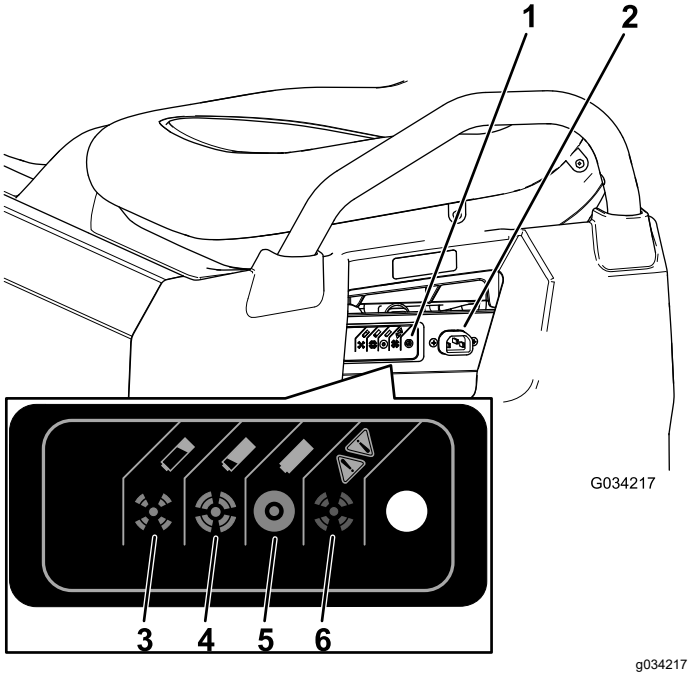

Figur 35
3. Tilslut en **16 måler (eller større diameter), 2,5 m eller kortere opladerledning** til opladningsfatningen på maskinen (Figur 35).
Se følgende tabel og Figur 35 for oplysninger om, hvad de forskellige farver på opladerens statuslampe betyder.